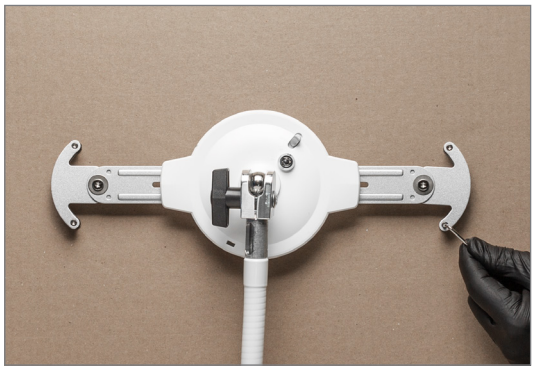

Figure 3
3. Use the T10 Torx Allen key to disassemble the clamps from the *TABLET MOUNT*. **(Figure 3)**